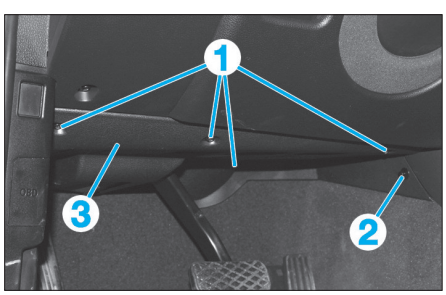

Fig. 12
• Déposer les vis (1) **(Fig.12)**.
• Défaire le rivet expansible (2).
• Tirer la garniture (3) du pédalier en arrière.